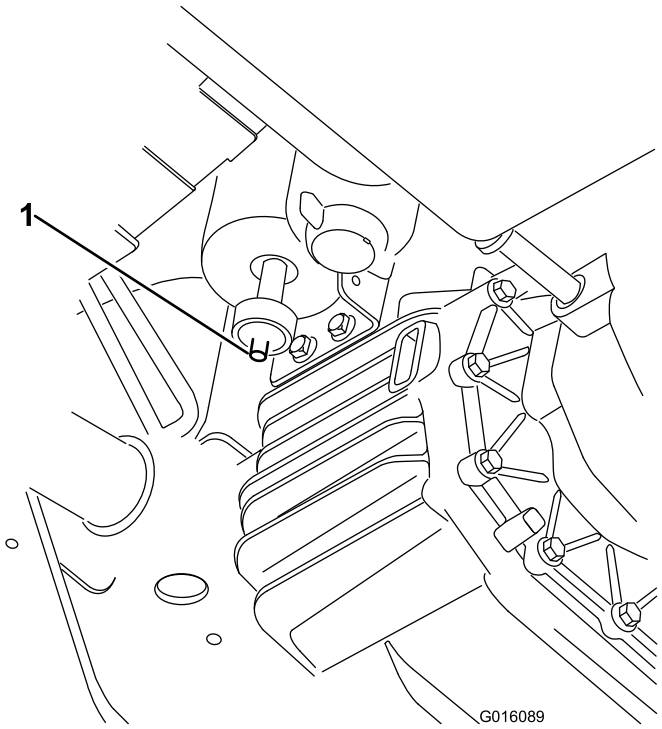

Figur 40
1. Finn luftfilteret på undersiden av karbonsylinderen (Figur 40).